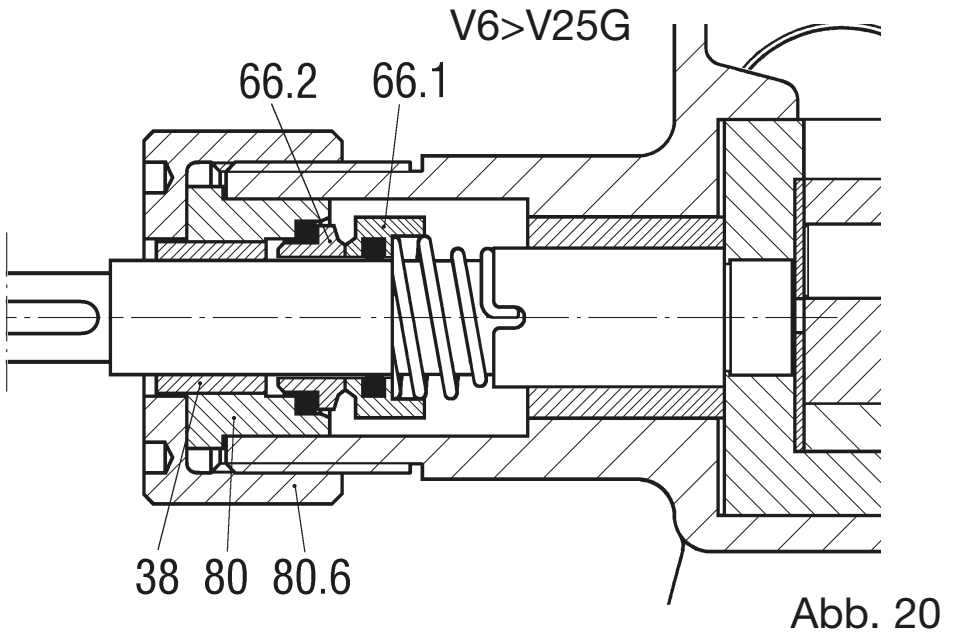

Abb. 20
12.4 Einbau der mechanischen Dichtung ST5, ST6 Pumpen aus Guss von V6 bis V25 (Abb. 20)